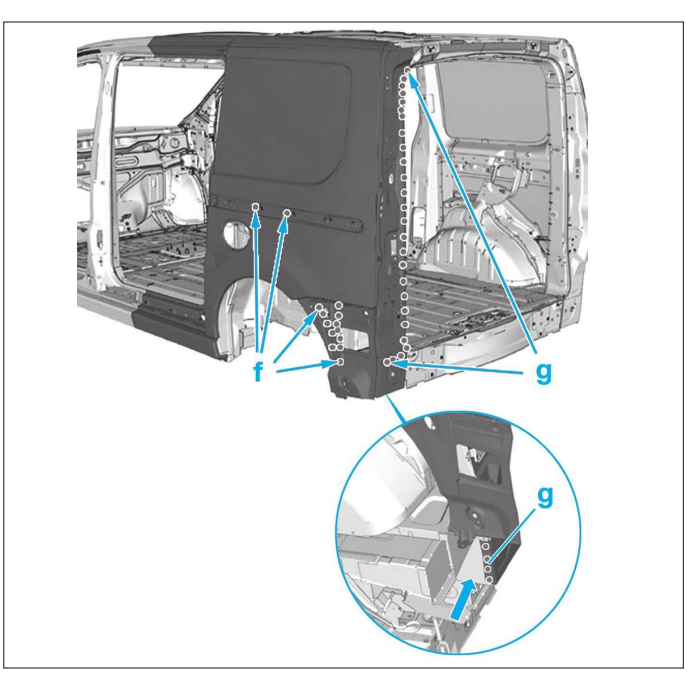

**FIG. 88**
• Souder par points électriques (g) **(Fig.88)**.